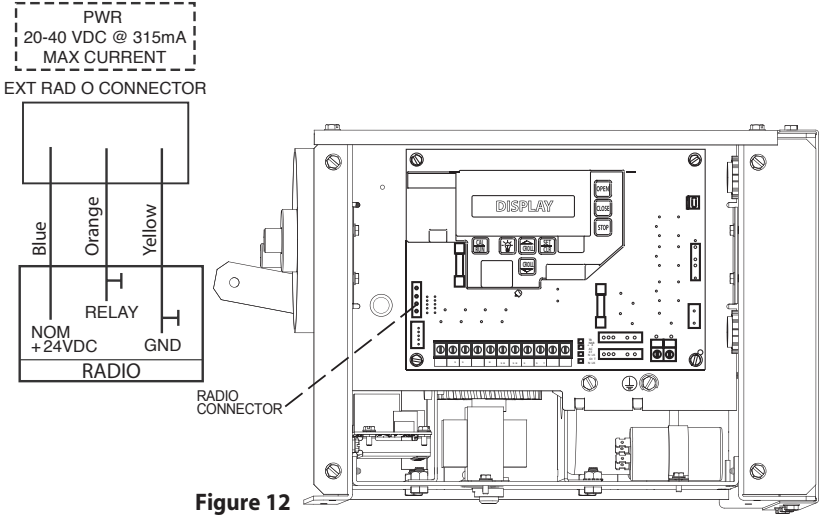

Figure 12
1) Plug the pigtail with the 3-terminal strip attached (provided) onto the plug connector marked "EXT RAD." **Fig. 12**.